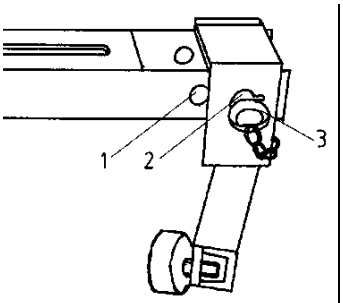

Abb. 4
- Bei dem Außendurchmesser von 750 mm muss die verstellbare Spannbacke in der inneren Bohrung (1), bei einem Außendurchmesser von 785 mm in der äußeren Bohrung (2) arretiert sein. Ist dies nicht der Fall, Backe verstellen und Steckbolzen (3) sichern (Abb. 4).